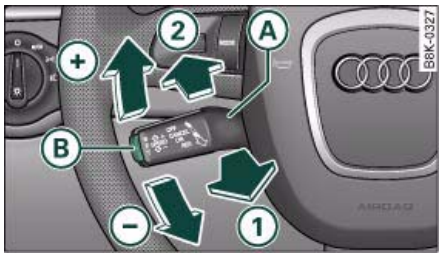

Fig. 134 Control lever and pushbutton
– Pull the lever (A) to position (1) ⇒ *page 125,* fig. 134 to switch on the system.
– Press the button marked (B) to store the speed.
– Push the lever (A) up towards (+) or down towards (-) ⇒ *page 125,* fig. 134 in order to increase or reduce the cruising speed setting.
– Pull the lever (A) to position 1 ⇒ *page 125,* fig. 134.
– Push lever (A) to position (2) (click stop not engaged) ⇒ *page 125,* fig. 134, or